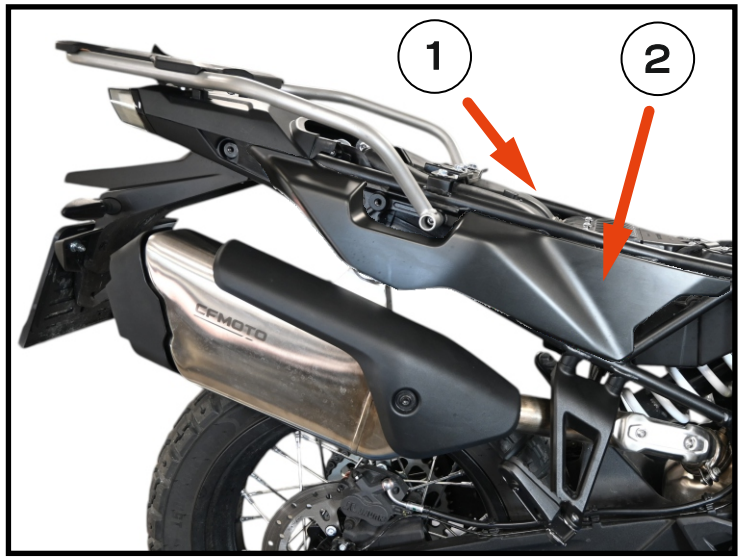

Fig. 2
1. Remove the seat. **[Fig. 2]**
2. Remove the plastic cover on the right side motocycle. **[Fig. 2]**